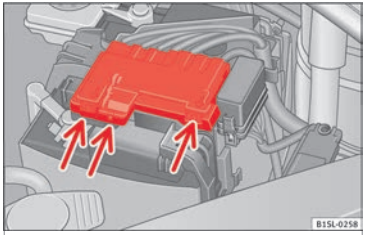

Fig. 113 In the engine compartment: Remove the cover from the vehicle's battery.
- Press on the tabs ››› **Fig. 113** (arrows) in the direction of the arrows and lift the battery cover up.